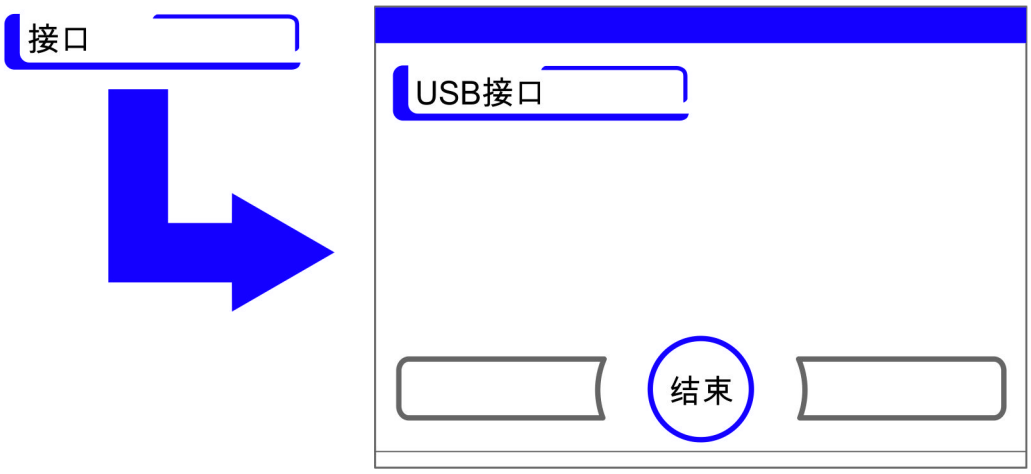

图 6-26. 选择菜单 USB 接口
- 出现在 图 6-26 中所示的选择对话框。
3. 选择 USB 接口选项（图 6-26）。